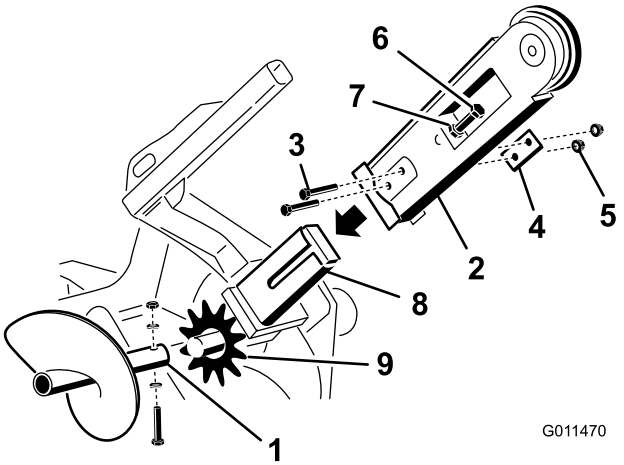

Rysunek 4
2. Usuń śrubę, 2 podkładki osadcze i nakrętkę zabezpieczającą świder do hałd, a następnie usuń świder (Rysunek 4).
3. Usuń 2 śruby, nakrętki i podwójne podkładki z boków wysięgnika (Rysunek 4).
4. Poluzuj śrubę regulacyjną i nakrętkę zabezpieczającą (Rysunek 4).